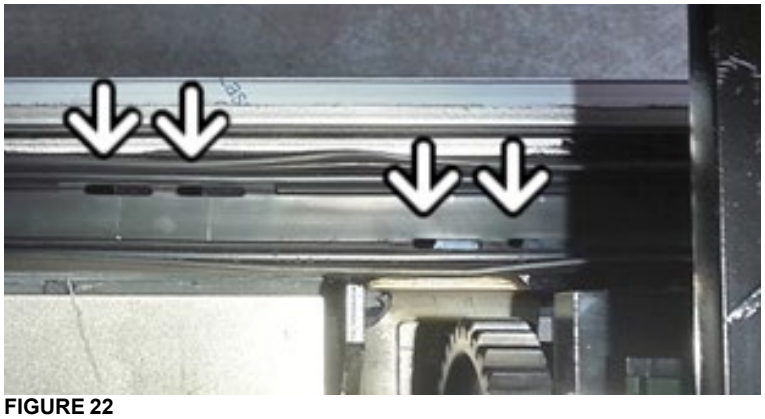

FIGURE 22
34. Glissez le tube de gonflage dans la structure du véhicule. Scellez tout autour avec le scellant Simpson ISR 70-03 # 684685. (Figure 22)
36. Entre l'entrée d'air et le coin le plus proche, fixez localement le joint sur la base. (Flèches, Figure 22)
37. Au coin inférieur, insérez le joint dans le bas de la base, *sans clipser* . (Figure 22)